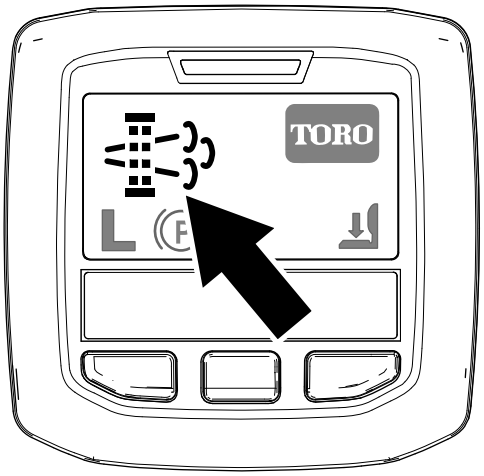

**Figur 26**
- Symbolen för begäran om parkerad regenerering visas i InfoCenter (Figur 26).